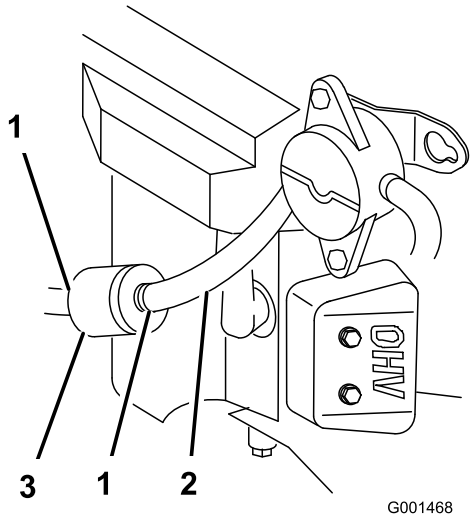

**Rysunek 41**
4. Ściśnij końce obejm przewodu i odsuń je od filtra (Rysunek 41).